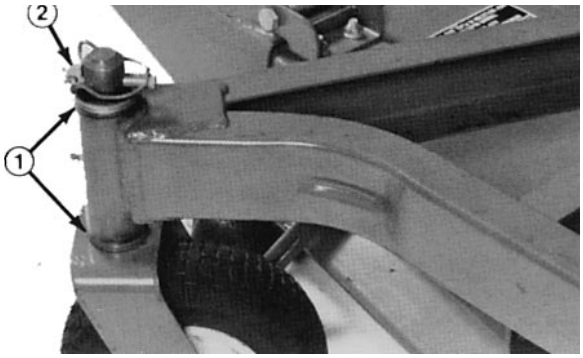

Bild 20
A. Schnittwerke, die generell auf Schnitthöhen von 25 oder 50 mm eingesetzt werden, müssen normalerweise an der niedrigeren Seite angehoben werden. Den Klappstecker entfernen, mit dem das Laufrad an der niedrigeren Seite (Bild 20) abgesichert wird und die Laufradgruppe entfernen.
C. Wird das Schnittwerk im Schnitthöhenbereich 50–100 mm eingesetzt, die höhere Seite des Schnittwerks absenken. Den Klappstecker des Laufrads an der höheren Seite des Schnittwerks entfernen und die Laufradgruppe entfernen (Bild 20).